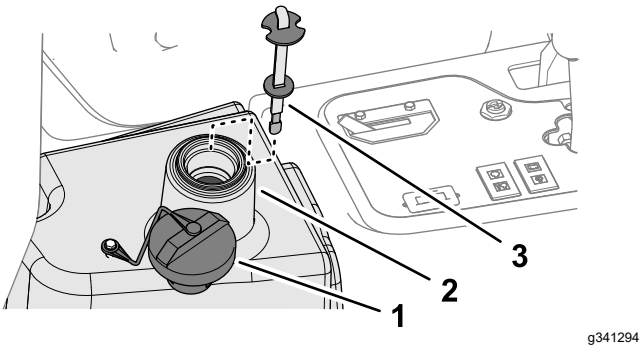

Figuur 95
4. Vul het reservoir (Figuur 95) met ongeveer 22,7 liter hydraulische vloeistof; zie Specificaties hydraulische vloeistof (bladz. 63).